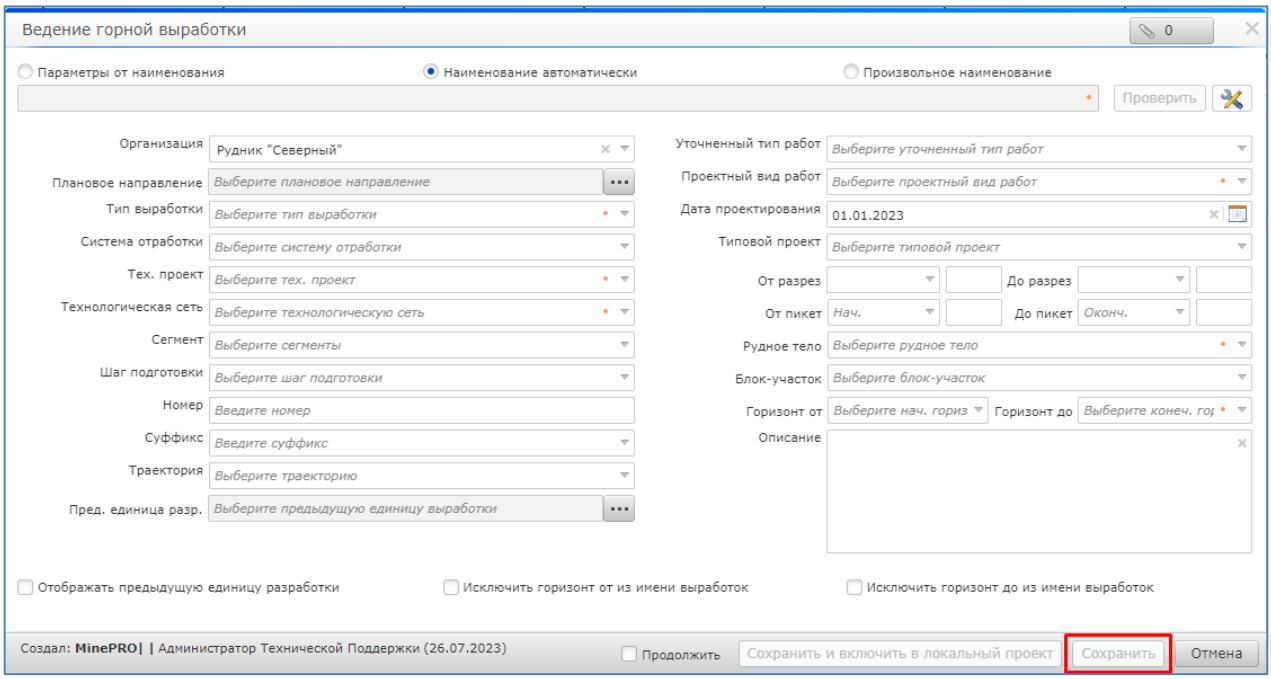

Рисунок 27. Кнопка «Сохранить»
4. Нажать на кнопку «Сохранить» (Рисунок 27).